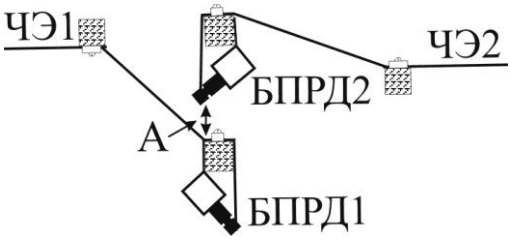

Рис. 10.16
10.2.5 Заземлители установить в земле, оставляя на поверхности видимую часть заземлителя высотой 600 мм, на расстоянии не дальше 1м от конечных стоек сигнализационного участка. В соответствии с рис. 10.16 закрепить БПРД и БПРМ на стойках и подключить клеммы заземления на корпусах БПРД и БПРМ к клеммам заземлителей, в качестве которых могут использоваться пасынки конечных стоек, установленные непосредственно в землю (в качестве конечных лучше использовать специальные пасынки-заземлители из КМЧ4). **Вывернуть на каждом блоке один из блокирующих винтов (см. п. 6.4.1.4), обеспечивающий лучший вывод сконденсированной влаги.**
на них БПРД смежных извещателей. На рис. 10.16, 10.17 изображены виды на торцевые поверхности конечных консолей. Расстояние А между ними должно быть не менее 300 мм. ЧЭ1 и ЧЭ2 не должны иметь параллельных или пересекающихся участков и, как следствие, иметь минимальные электромагнитные взаимосвязи.
10.3.7 На заземлитель БПРД или(и) БПРМ устанавливается с помощью УКБ-3 (см. рис. 10.16) на высоте не менее 1 м, выше уровня снежного покрова.